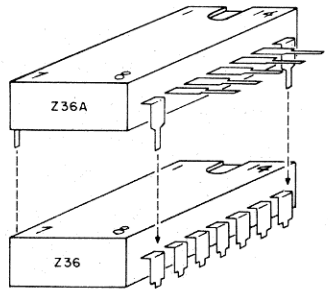

Fig. 5
- Install Z36A on top of Z36, soldering pins 7, 8, and 14 of Z36A to the corresponding pins on Z36 (see Fig. 5).